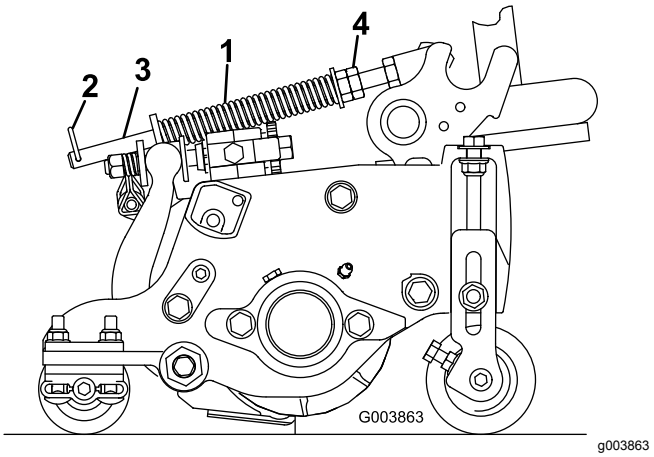

Figur 17
Gräsutjämningsfjädern (Figur 17) överför vikt från den främre till den bakre valsen. Detta hjälper till att minska förekomsten av det vågformade mönster i gräsmattan som kallas för ”ondulering” eller ”bobbing”.
1. Se till att hårnålssprinten sitter i det bakre hålet på fjäderstången (Figur 17).
2. Dra åt sexkantsmuttrarna på fjäderstångens främre ände till dess att fjäderns komprimerade längd är 12,7 cm på 5 tums-klippenheter, eller 15,9 cm på 7 tums-klippenheter (Figur 17).